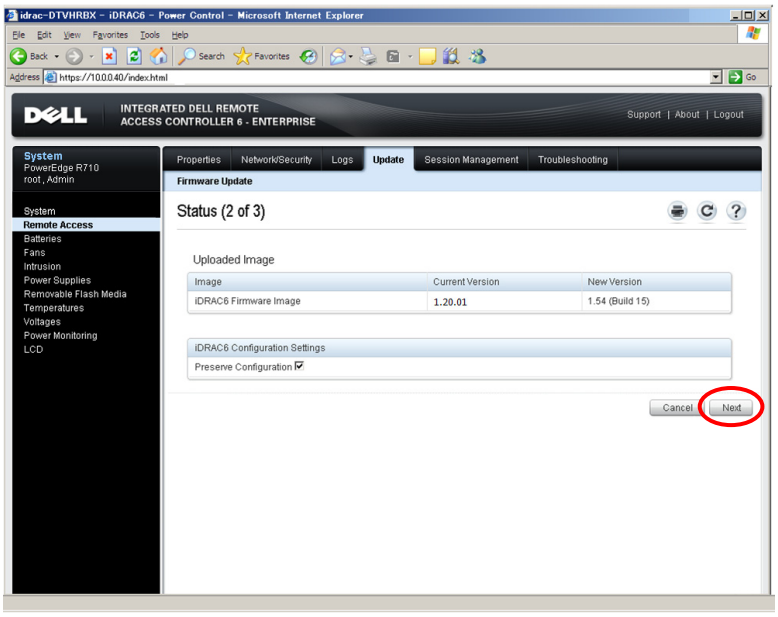

Figure B.2.2-8 Status (2 of 3) window
(11) When the file upload is completed, the Status (2 of 3) window is displayed as shown in Figure B.2.2-8.